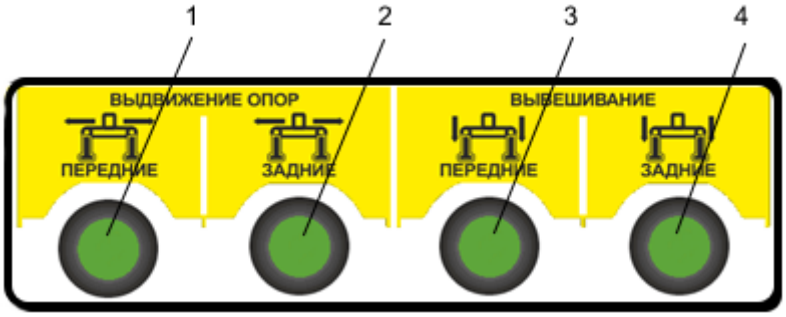

Рисунок 3 – Щиток приборов на неповоротной части
1. При полностью втянутых балках опор индикаторы 1 и 2 (Рисунок 3) на щитке приборов не должны гореть.
2. При полностью выдвинутых балках опор индикаторы 1 и 2 (Рисунок 3) на щитке приборов должны гореть.
3. Индикаторы 3 и 4 (Рисунок 3) на щитке приборов должны загореться при условии, когда балки выдвинуты и кран-манипулятор вывешен на гидроопорах, т. е. произошло опирание подпятников в опорную поверхность.